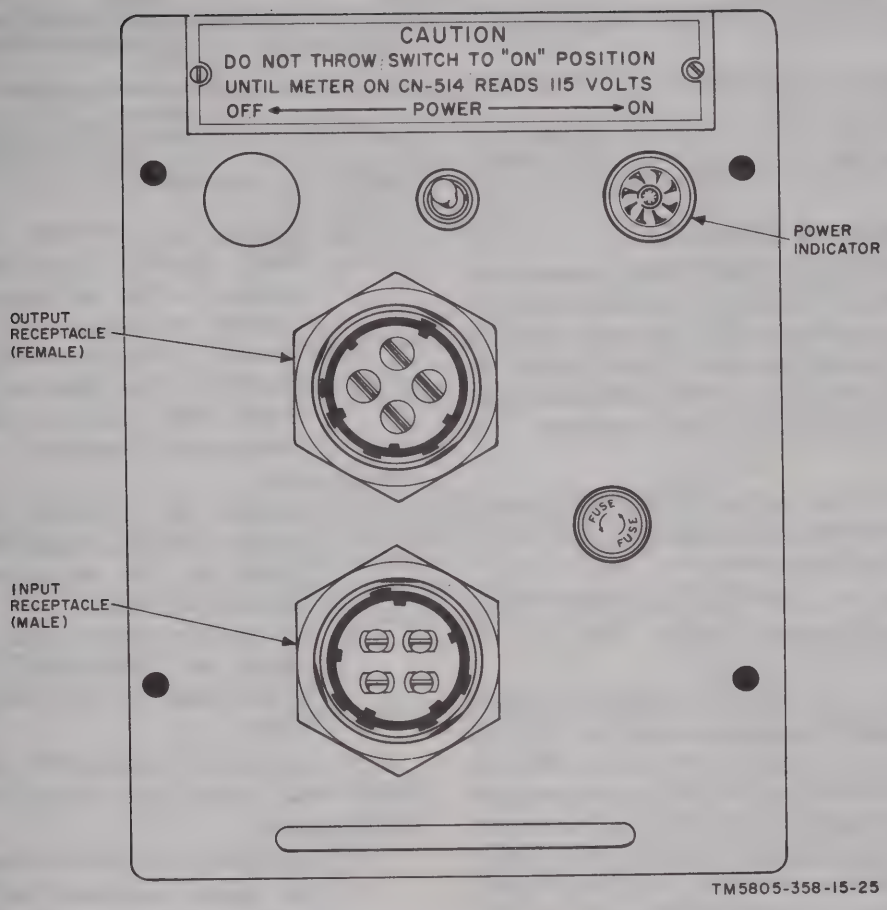

Figure 3–2. Overvoltage protective device.
b. Operate the POWER DISTRIBUTION PANEL MAIN circuit breaker (fig. 3–1) to ON.